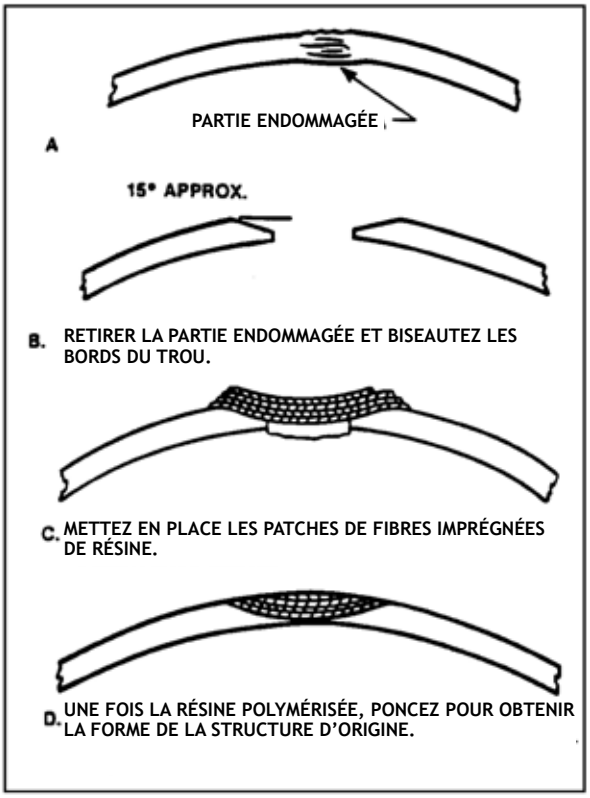

FIGURE 3-5. Réparation en enture d'un composant non structurel stratifié en fibres de verre.
(3) Faites un sandwich en posant une deuxième couche de tissu d'arrachage sur le patch avant de la couper à la taille et à la forme requises. Le sandwich empêchera le patch de s'effriter lorsqu'il sera découpé. Passez une bonne quantité de résine sur la zone échancrée. Enlevez un morceau de tissu d'arrachage du premier patch et mettez le patch en place. Faites sortir tout l'air de la résine et retirez le tissu d'arrachage. Coupez le patch suivant plus grand de manière à ce qu'il chevauche le précédent d'au moins 12 mm. Retirez le tissu d'arrachage de ce patch et centrez la pièce sur la première. Faites sortir tout l'air de la résine. Continuez à poser des patches, chacun recouvrant celui du dessous d'au moins 12 mm, jusqu'à ce que vous ayez le nombre de couches requis (voir figures 3-5 et 3-6) plus une couche supplémentaire pour restaurer la résistance d'origine de la zone réparée.